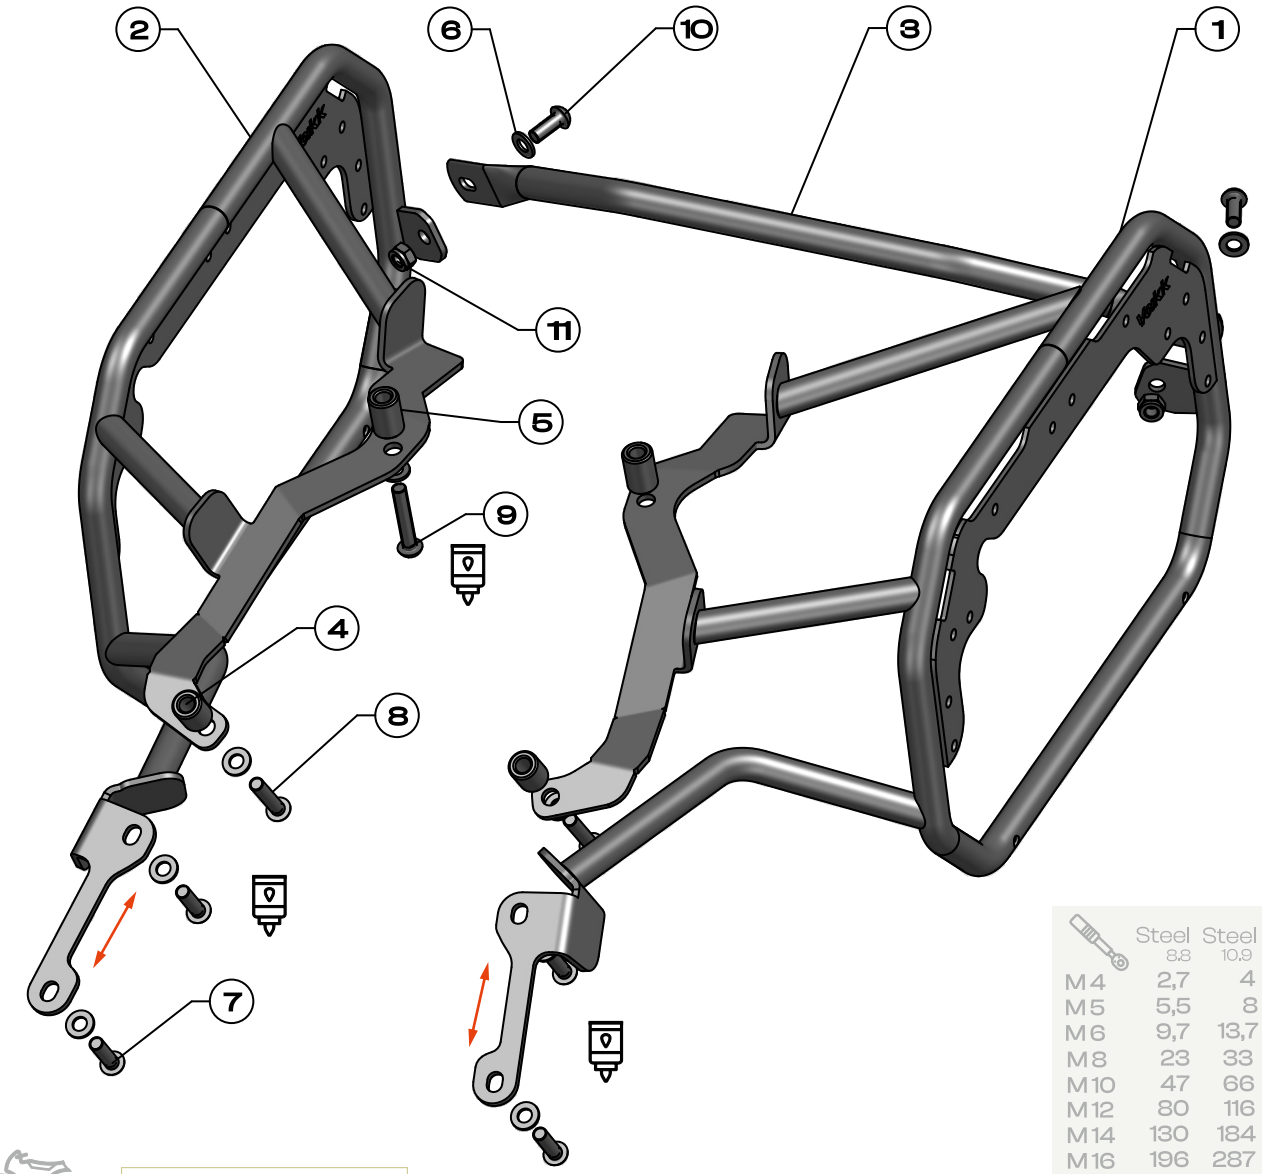

Fig. 1
2. Loosely install and fasten Left and right Side carrier **[1] , [2]** together with the passenger footrests using bolts **[7]** and washers **[6]** on both sides of the motorcycle. **[Fig. 1], [Fig. 3].**
3. Tighten the left and right side carriers **[1], [3]** with bolts **[8]** and washers **[6]** through the spacer **[4]** to the mounting points under the fender as shown in the illustration. as shown in the illustration.**[Fig. 1], [Fig. 4].**
5. Loosely fasten the left and right side carriers **[1], [2]** to the center bracket **[3]**using bolt **[10]**, nut **[11]**, and washer **[6]. [Fig. 1], [Fig. 6]**
6. Align the **Side Carriers** with the motorcycle centerline. **Tighten all bolts to the specified torque. [Fig.1], [Fig.7]**